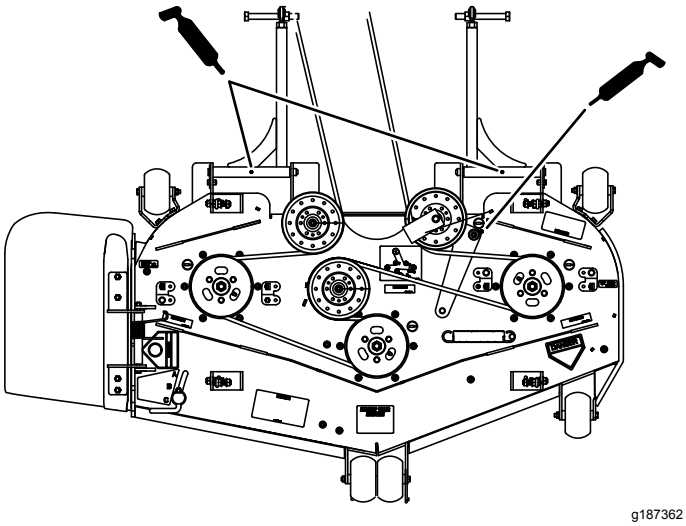
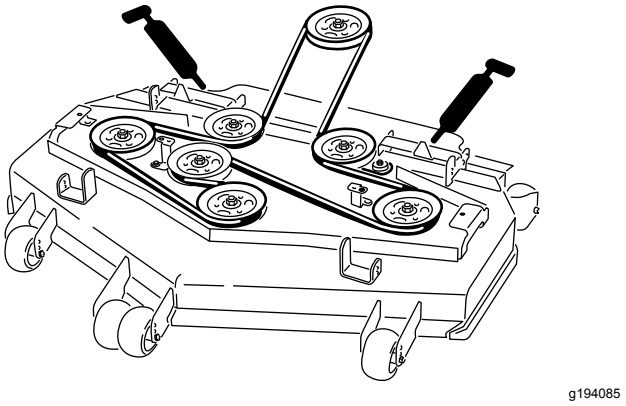

Figuur 54
Figuur 55
6. Pomp vet in de arm van de spanpoelie op het maaidek (Figuur 54).
7. Pomp vet in de smeernippels op de duwarmen (Figuur 54 of Figuur 55).